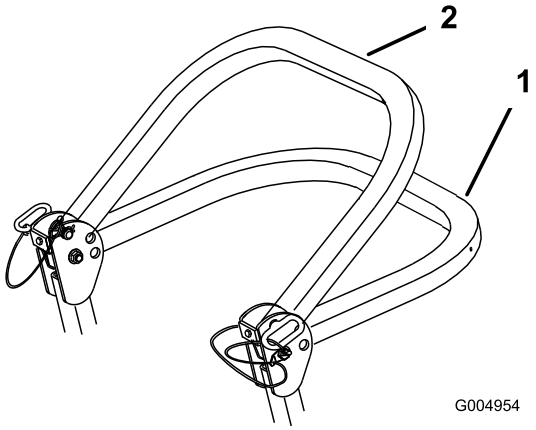

Figur 8
2. Sænk styrtbøjlen til sænket position. Der er to sænkede positioner. Se Figur 8 for at få vist positionerne.